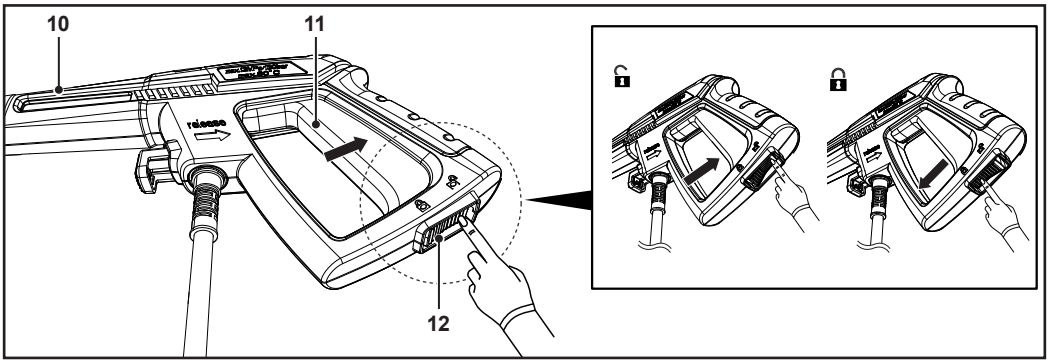

Fig. 8
- Press the lock button (12) downwards when the appliance is not in use, when it is left unattended or during assembly of additional accessories.
- To unlock the trigger (11), press the lock button (12) upwards (Fig. 8).